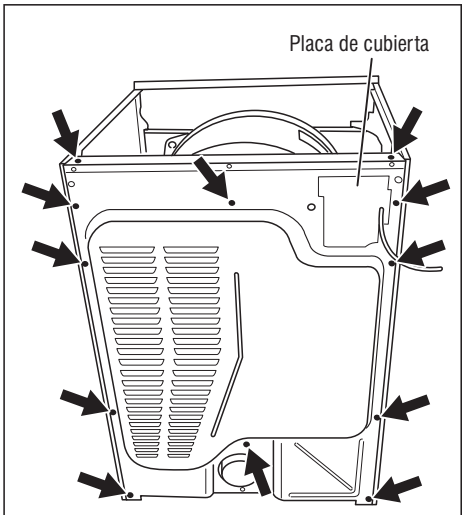

Figura 23 *Retire los 12 tornillos.*
4. Retire los dos tornillos en el borde superior del panel posterior que lo conecta a los bordes superiores de los paneles laterales. Vea la figura 23.